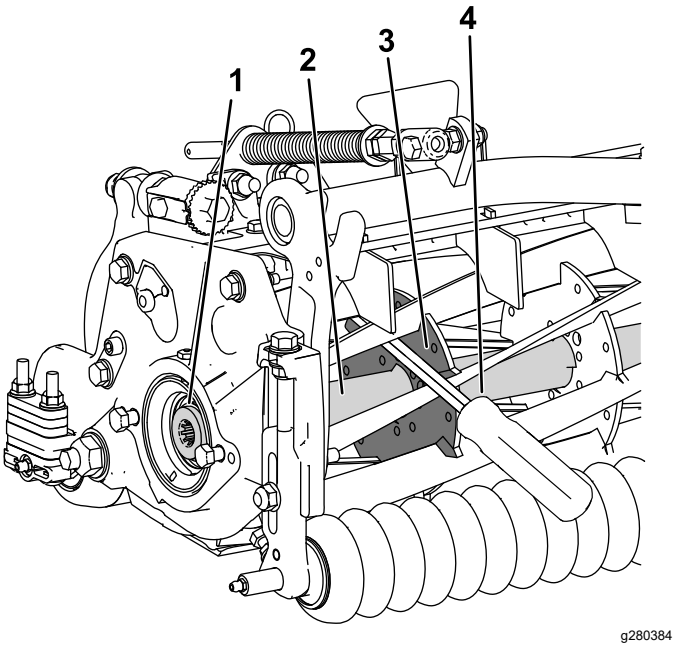

Figur 29
1. Sett inn et brekkjern med langt håndtak (anbefalt ⅜ x 12 tommer skrutrekkerhåndtak) gjennom fremsiden av klippespolen og nærmest den siden av klippeenheten som skal strammes (Figur 29).
2. Plasser brekkjernet mot sveisesiden til den interne kuttespolens forsterkning (Figur 29).